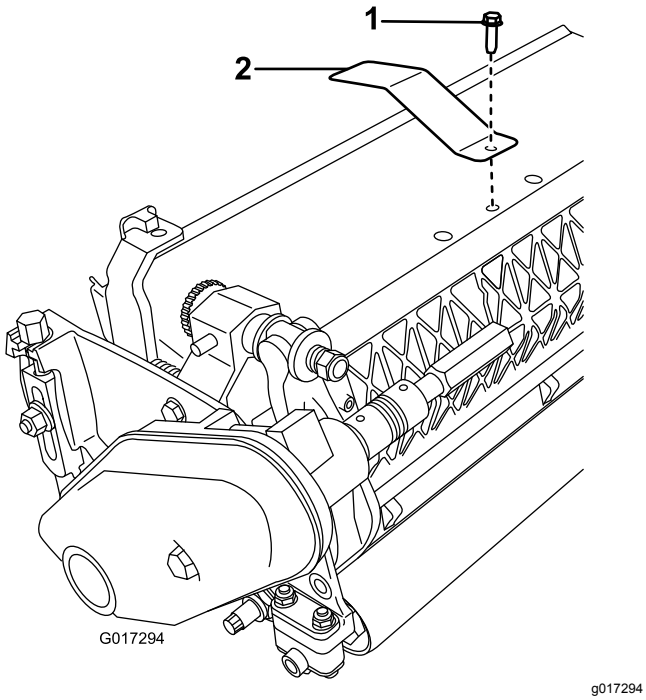

Figur 3
2. Fjern den midterste græsafskærmningsbolt (Figur 3).
3. Monter målpladen øverst på klippeenheden med den bolt, du fjernede tidligere (Figur 3).